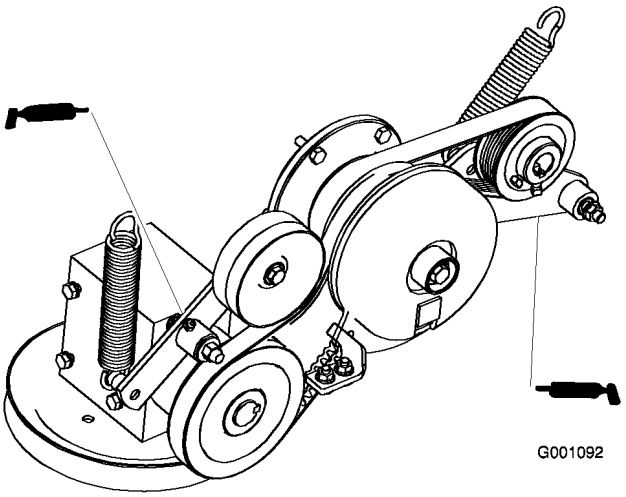

Figur 32
7. Smør drivremmens styrearm på kraftudtaget (Figur 32).
8. Smør pumperemmens styrearm (Figur 32).